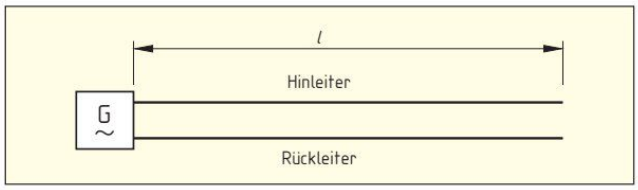

Bild 1: Hin- und Rückleiter des Seilsystems
3. Ermitteln Sie in Raum 3 für Hin- und Rückleiter **(Bild 1)** des Seilsystems den Leiterwiderstand R_{Ltg} für zwei verschiedene Leiterwerkstoffe (Eisen und Kupfer).